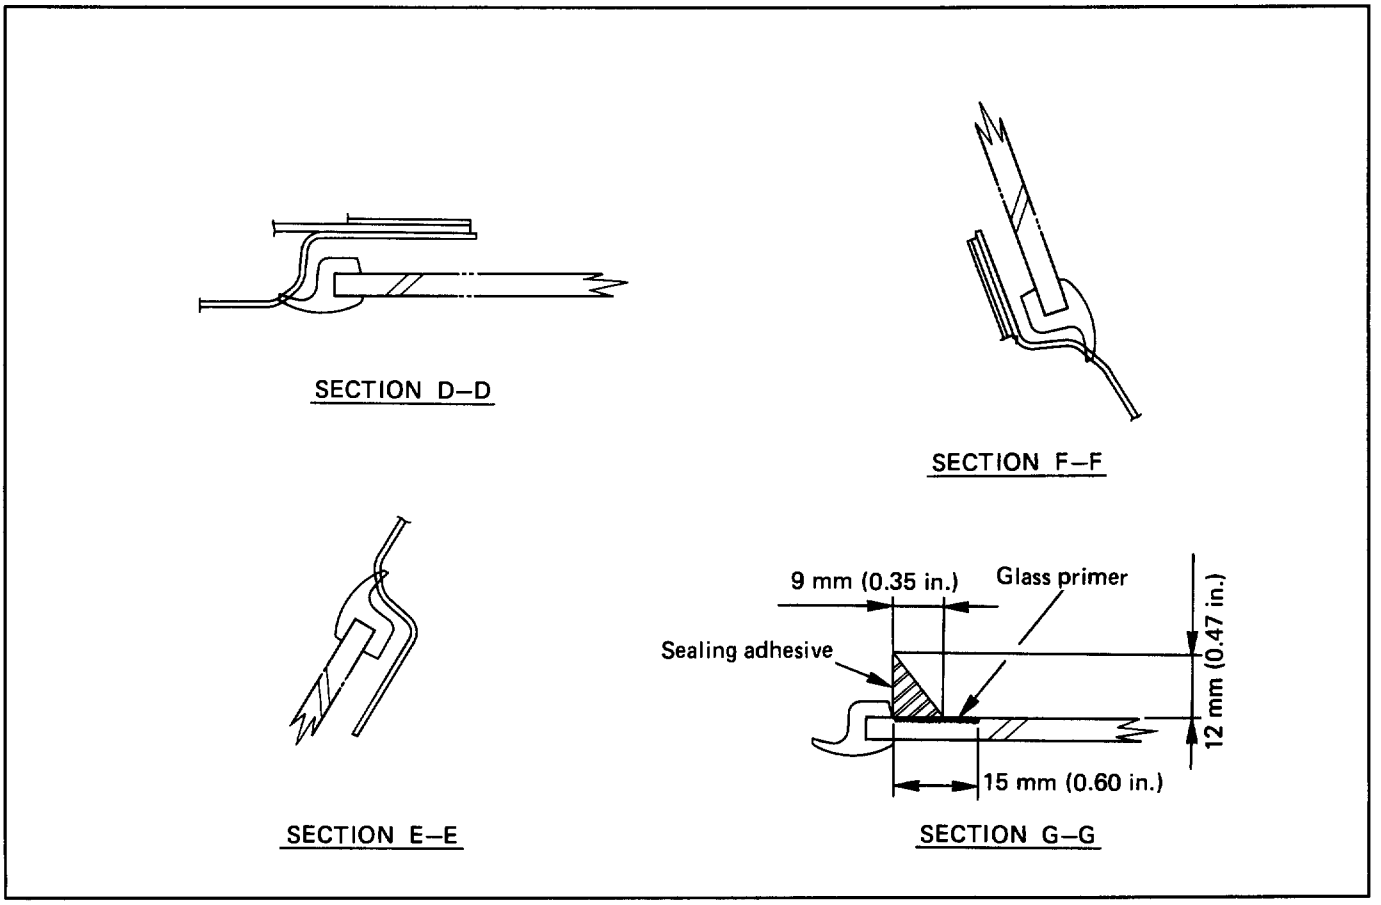

Fig. 10-267
- Be absolutely sure to apply glass primer to the side glass (Fig. 10-267).
- Apply a sealing adhesive to the glass circumference as shown in the figure (Fig. 10-267).